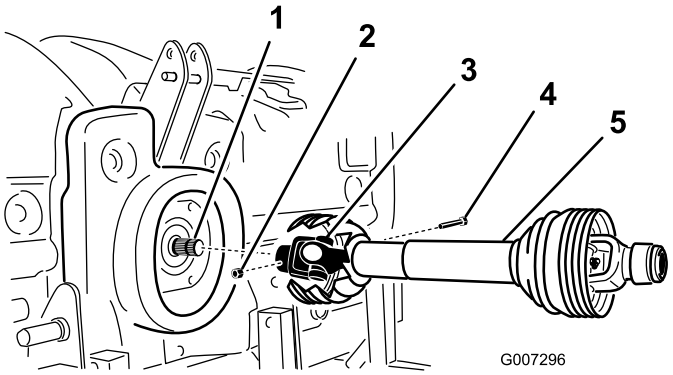

Figur 8
2. Slut kraftudtagsakslen til gearkassens indgangsaksel med en bolt på 1/2 x 3,00 tomme og en møtrik på 1/2 tomme (Figur 8).